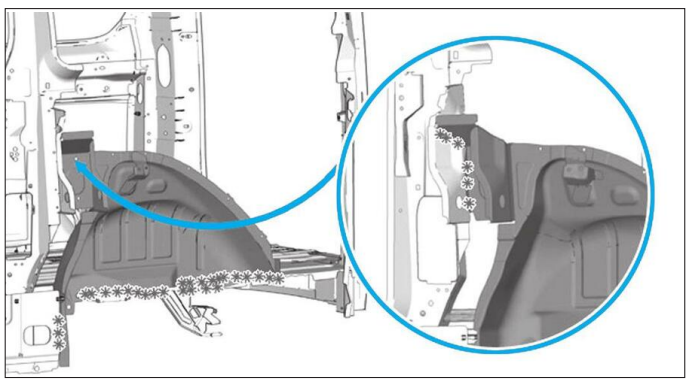

FIG. 101
- Découper les points **(Fig.101)**.